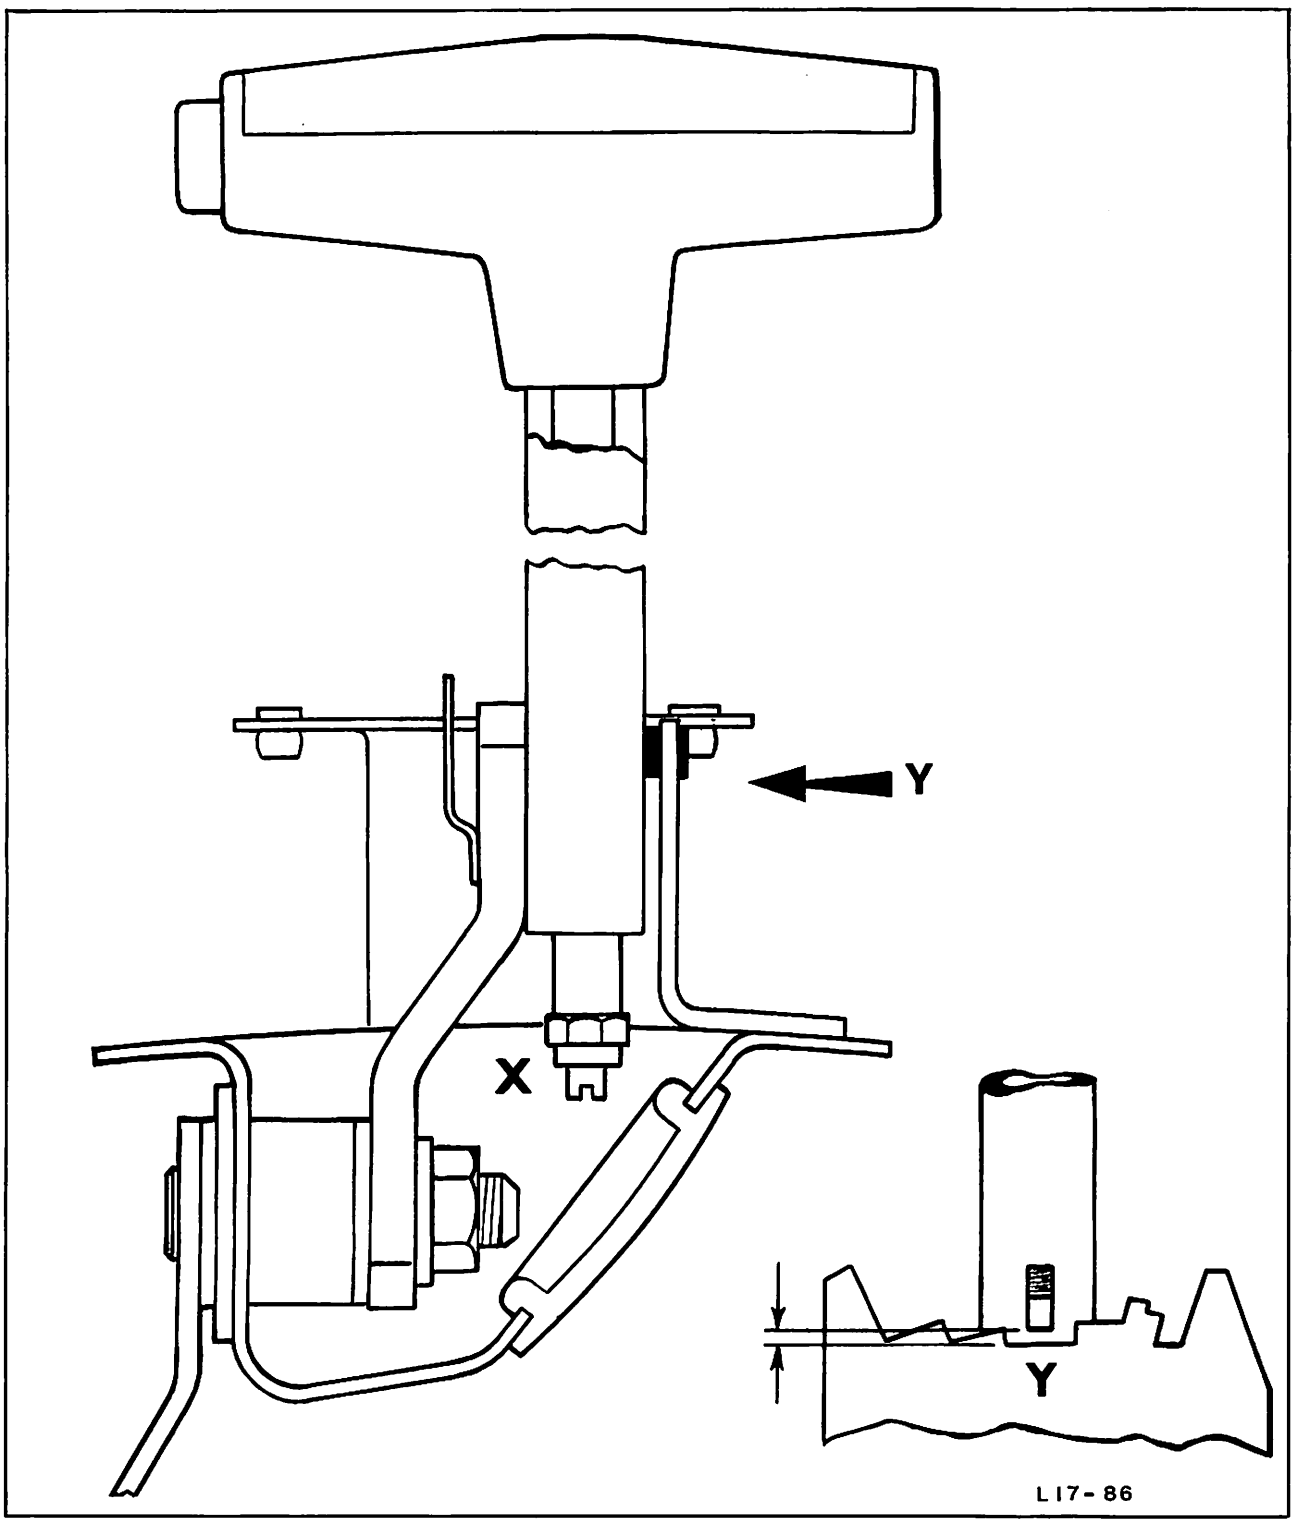

Abb. 124 Einstellen des Wählsperrzuges am Punkt „X", um das bei Punkt „Y" gezeigte Spiel zu erreichen (Linkslenker gezeigt)
3. Betätigungszug an der Bundmutter mit Hilfe einer Fühlerlehre auf das vorgeschriebene Spiel (0,10 . . . 0,20 mm) zwischen Sperrzapfen und Raste (im Wählhebelgehäuse) einstellen. Abb. 124.